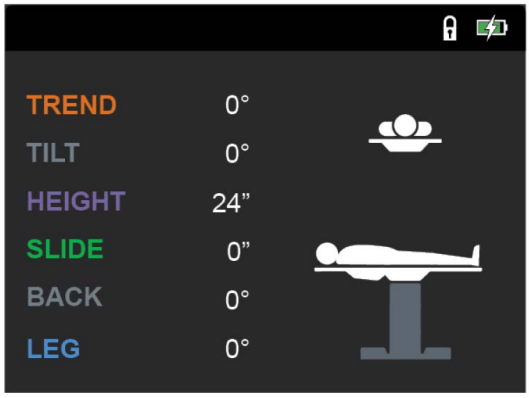

Figure 4-15. Hand Control, LCD Screen
1. Using hand control, level leg section (bring to horizontal) by pressing **LEVEL** button on Hand Control (see *Figure 4-15*).